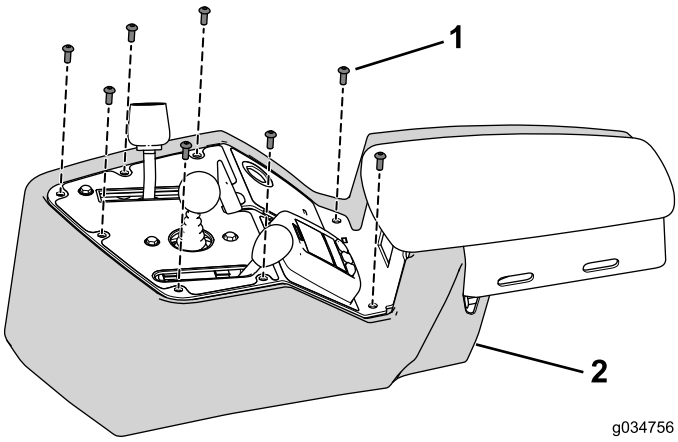

Figuur 31
1. Gebruik de 8 bouten die u eerder verwijderd hebt om het bedieningspaneel aan de bedieningseenheid te bevestigen (Figuur 31).